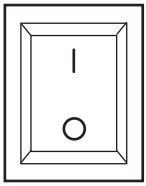

Рис. 4
3. Включите выключатель. Убедитесь, что вентилятор работает (рис. 4).